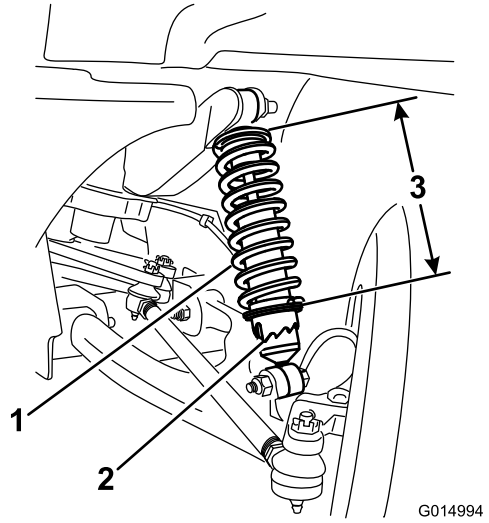

Figura 61
3. Utilizzando l'attrezzo TORO6010 ruotate il collare sull'ammortizzatore per cambiare la lunghezza della molla (Figura 61).